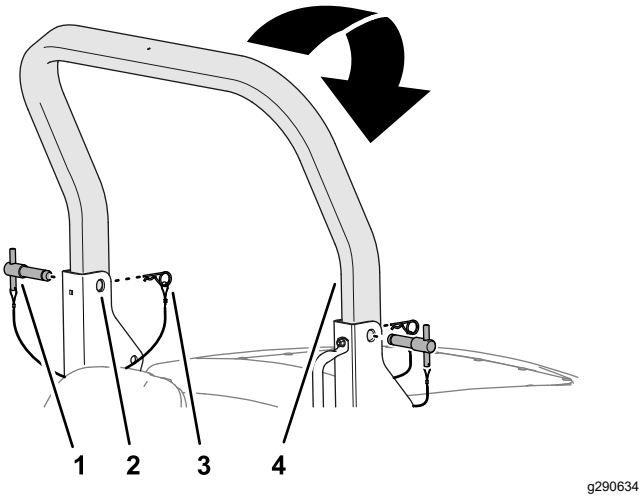

Figur 26
2. Fjern hårnålssplintene fra veltebøyleboltene i svingbrakettene på den nedre veltebøylerammen (Figur 26).
3. Mens du støtter vekten av den øvre veltebøylen, må du fjerne veltebøyleboltene fra svingbrakettene (Figur 26).